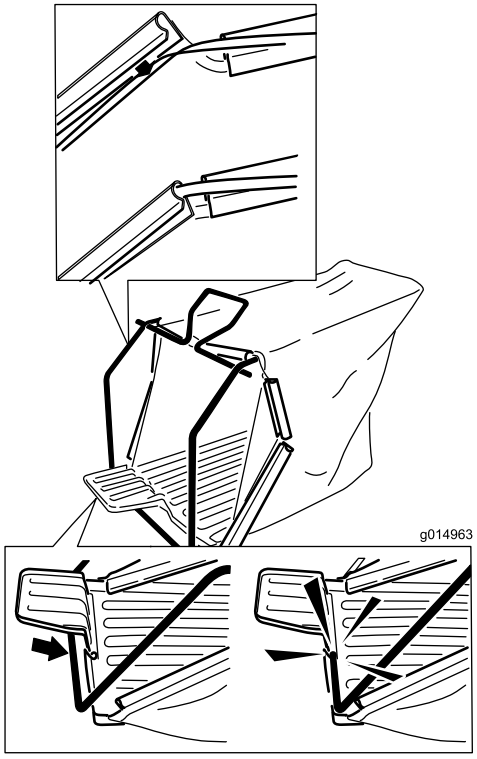

Figur 6
2. Hekt klipsen på ledningsrammen som vist i Figur 6.